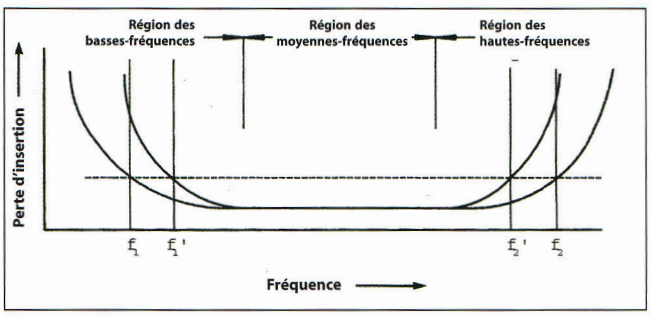

*Fig. 1— Courbe montrant les pertes d'insertion par rapport à la fréquence dans le cadre d'un transformateur large-bande.*
UN FIL ENROULÉ AUTOUR D'UN TORE est une inductance. Lorsque plusieurs fils sont enroulés autour du tore, l'inductance devient un transformateur. Suivant les cas, le transformateur peut être étudié pour isoler électriquement un élément d'un autre, ou pour adapter les impédances. Le transformateur conçu pour l'adaptation des impédances peut être utilisé à travers une large gamme de fréquences. Dans de nombreux cas, on utilise des ferrites pour servir de noyau au transformateur. Cette première partie du dossier a pour but de décrypter les propriétés des tores de ferrite, fonction de leurs caractéristiques matérielles et géométriques, dans le cadre des transformateurs large-bande destinés à accepter des puissances inférieures à 1 kW. Les transformateurs large-bande sont des dispositifs magnétiques, bobinés, conçus pour transférer de l'énergie à travers une large gamme de fréquences. On retrouve ces transformateurs dans la plupart des circuits d'antennes des stations radioélectriques de faible puissance (inférieure à 1 kW), notamment dans le domaine radioamateur. La figure 1 montre les performances d'un transformateur large-bande par comparaison avec les pertes d'insertion à différentes fréquences.
*Fig. 3— Circuit équivalent simplifié d'un transformateur large-bande. On a : $C_d=C_1+C_2'$ ; $R_c=R_1+R_2'$ ; $L_1=L_{l1}+L_{l2}'$. Pour les autres paramètres, voir la fig. 1 ci-dessus.*